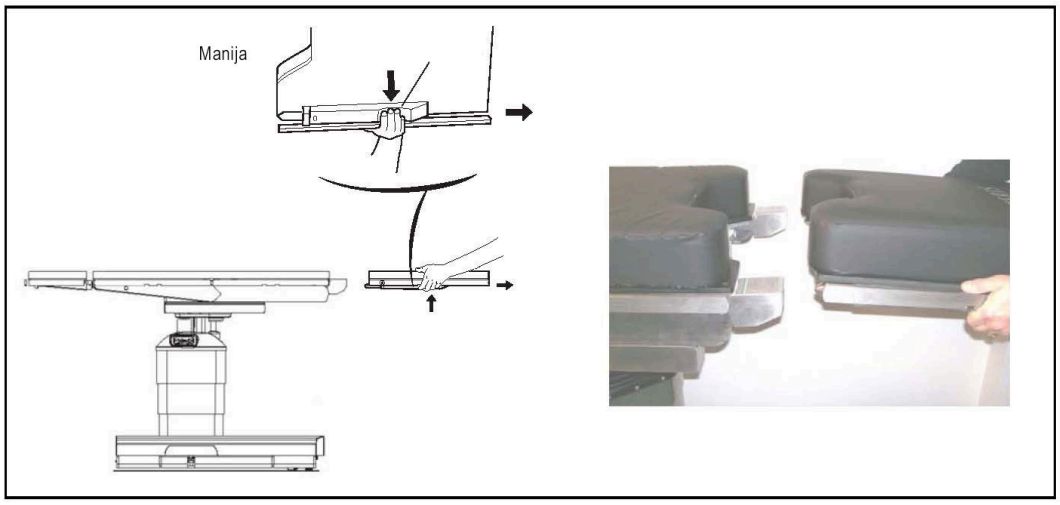

Figura 4-7. Retirada de la sección de piernas
2. **Mientras sostiene la estructura de las piernas, apriete ambos mangos y tire simultáneamente hacia atrás (consulte la *Figura 4-7*).**